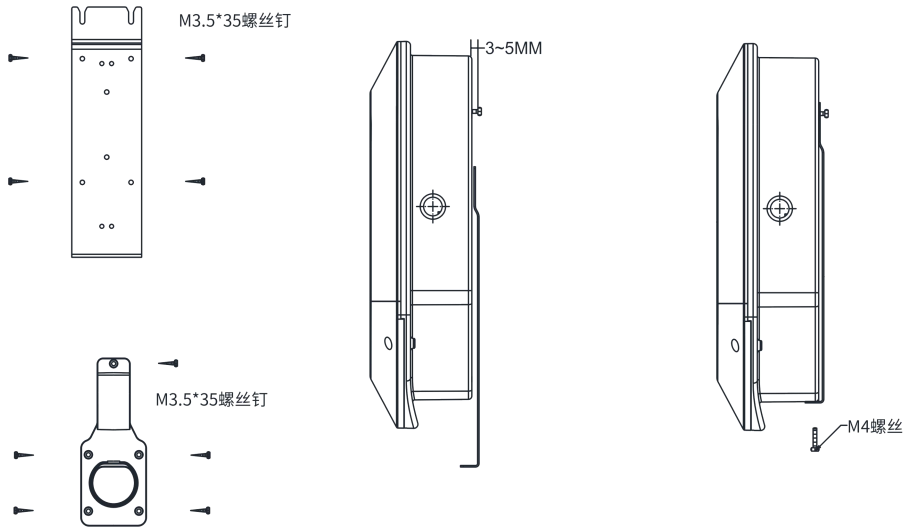

图 15
2、先将壁挂件贴在墙上画出打孔位置，用冲击钻配合 6mm 的冲击钻头钻头打孔，将塑料胶塞锤入孔中，再用 M3.5*35 的木工螺丝的螺丝固定壁挂件固定板，最后用随机配送的 M4 螺丝将充电桩与壁挂件固定板紧固即可，如图 15。